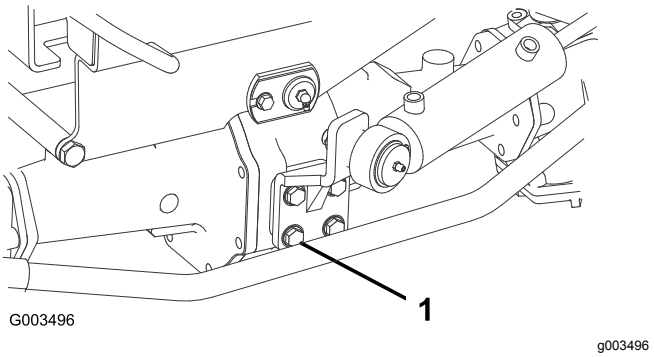

Figur 66
2. Trekk til de fire boltene for styresylinderfestet (Figur 66) med et moment på 65–81 N·m.